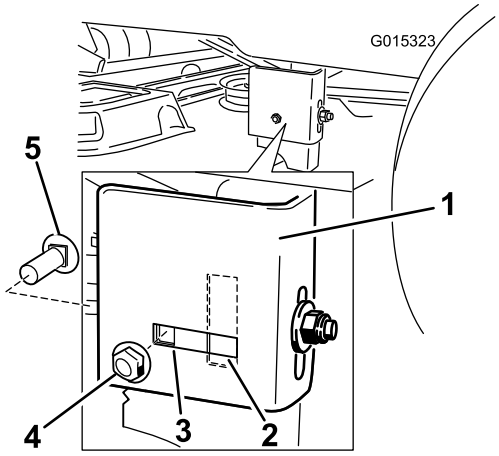

Figur 53
7. Förflytta dig till maskinens vänstra sida. Kontrollera om sidovagnskruven är i det låsta eller skårade läget (Figur 53).
8. Om sidovagnskruven är i det låsta läget tar du bort sidovagnskruven och sidolåsmuttern från det låsta läget och monterar dem i det skårade justeringsläget (Figur 53).